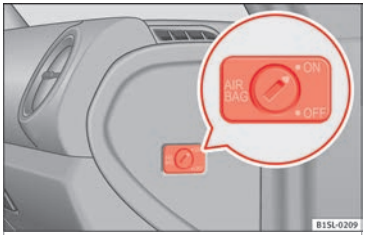

Fig. 20 On front passenger side: Key switch for enabling and disabling the front passenger front airbag.
- Using the vehicle key, turn the key switch to **OFF** ››› **Fig. 20**.